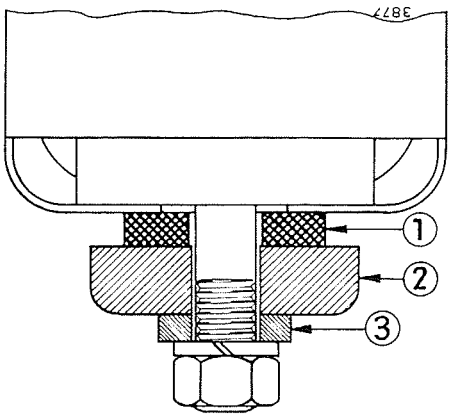

Bild 206
Den Kühler mit den beiden unteren Schrauben in die Bohrungen des Vorderachsträgers (2), Bild 206, einführen.